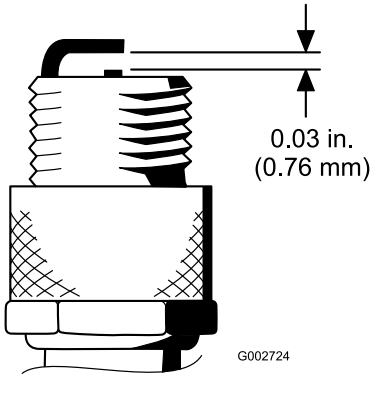

Figur 49
4. Still inn luftgapet mellom midten og siden på elektrodene til 0,76 mm (Figur 49).